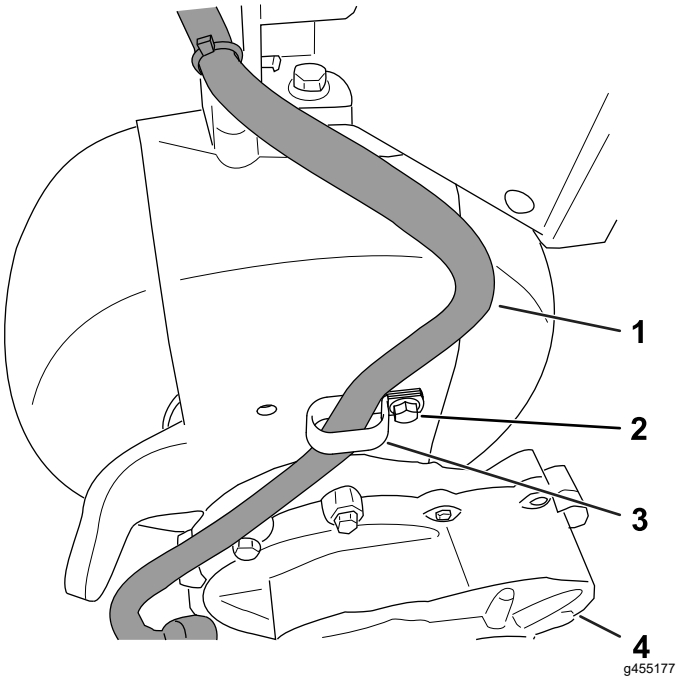

Figur 5
2. Dra växellådans kablage mot motorhuven och fäst det med R-klämman enligt Figur 5.